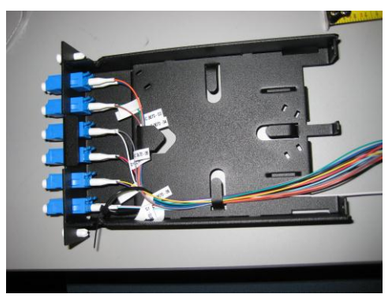

Figure 3
3.4 Uncoil the pigtail set from the pigtail storage area. If this is a 24 fiber module, organize into 12 fiber groups based upon splicing requirements or color-coded order. The pigtails are organized in the adapters in compliance with ANSI/TIA 568-C.3 duplex polarity arrangement. (See Figure 3)